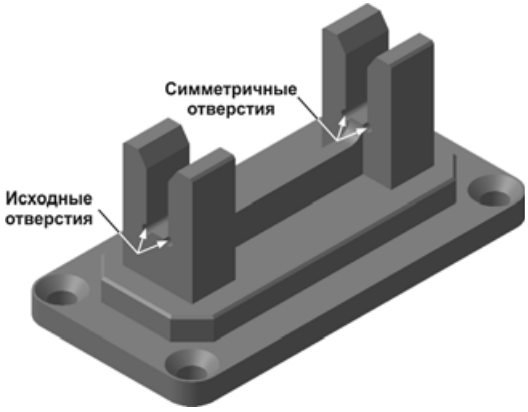

Рис. 5.100
- Переместите указатель окончания построения в конец дерева построения. В углах призмы симметричной половины детали автоматически добавлены аналогичные отверстия (рис. 5.100).